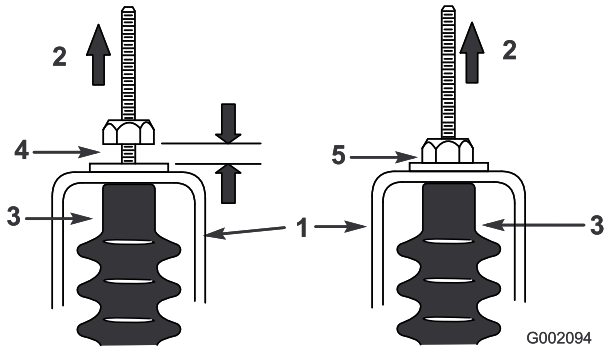

Figuur 59
5. Trek aan beide kabels van het schakelmechanisme en zorg ervoor dat er een ruimte van 0,76 mm tot 1,52 mm tussen de moer/ring en de beugel van de neutraalstand is (Figuur 59).